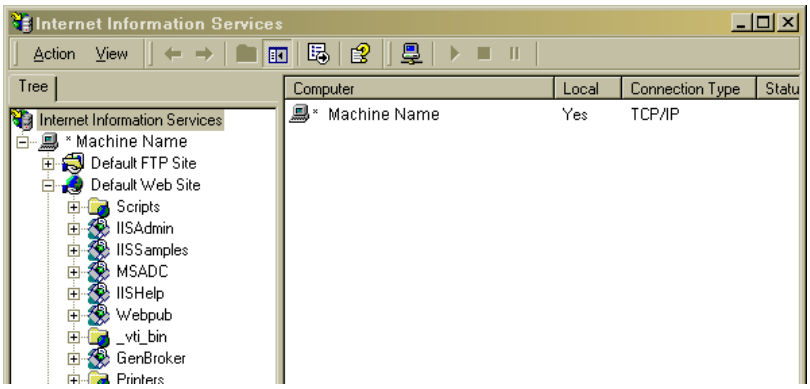

Figure C.2: Internet Information Services Configurator
1. Open the IIS configurator from **Start → Settings → Control Panel → Administrative Tools → Internet Services Manager**. The **Internet Information Services** window will open. **Figure C.2** shows the window slightly expanded.
2. Upon installation, WebHMI will create a folder under the **Default Web Site** as shown in **Figure C.2.** Properties can be set for this folder that will decide the level of security you give to the public when accessing this folder and its contents from the Web.